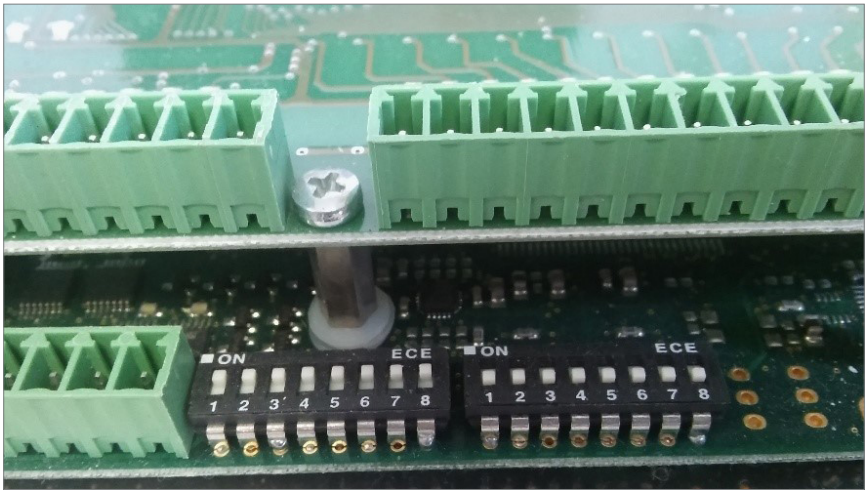

Fig. 4.5. Ingressi analogici STARBOX LX2
La modalità di lettura per ciascun canale viene impostata tramite i 2 banchi di dip switch riportati in Fig. 4.5.
Il collegamento di strumentazione da campo agli ingressi analogici deve essere effettuato ricordando che questi ingressi sono passivi. Il segnale di misura in corrente o tensione deve quindi essere alimentato autonomamente: la polarità negativa del segnale va collegata al morsetto comune del connettore (C) mentre quella positiva al morsetto de canale, come schematizzato in Fig. 4.5.